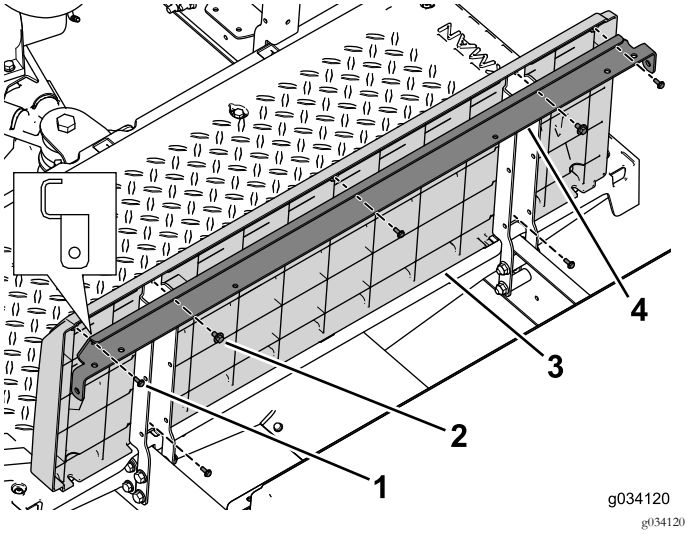

Figura 40
4. Utilizzate i 2 bulloni con i gruppi delle rondelle (¼" x ½") per fissare la staffa di supporto angolare e il pannello della base del sedile al supporto del sedile sinistro e destro (Figura 40).
5. Utilizzate le 5 viti (n. 10 x ½") per fissare il pannello posteriore all'ancoraggio del sedile e ai supporti del sedile (Figura 40).